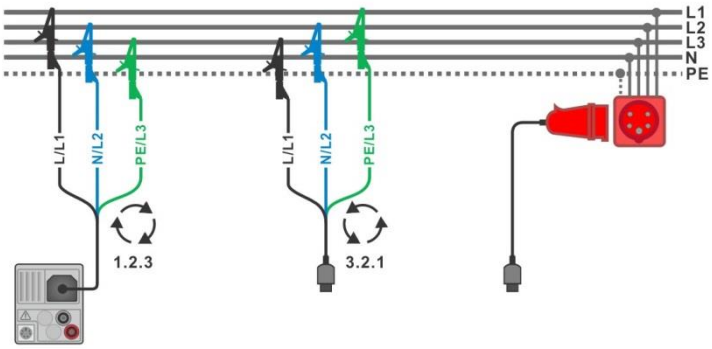
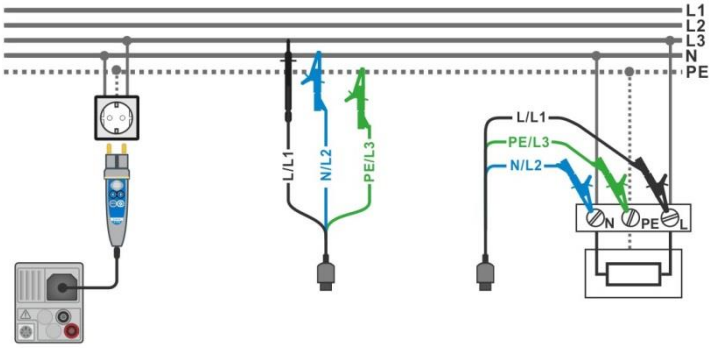

Figure 4.2: Connection of 3-wire test lead and optional adapter in three-phase system
Figure 4.3: Connection of Plug commander and 3-wire test lead in single-phase system
- Connect test leads to object under test (see ***Figure 4.2*** and ***Figure 4.3***).